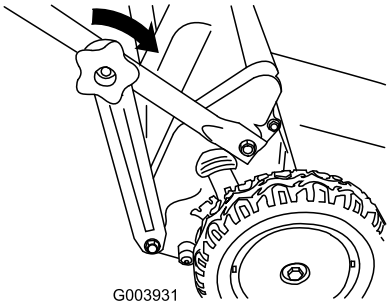

Figur 17
3. Monter de nedre håndtagsknapper, og spænd dem så stramt, du kan (Figur 17).